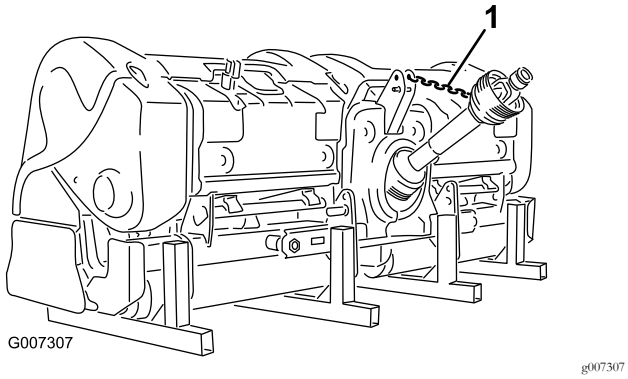

**Figuur 45**
12. Sluit het veiligheidskoord van de aftakas aan op het aftakasscherm om te voorkomen dat de aftakas contact maakt met de grond (Figuur 45).